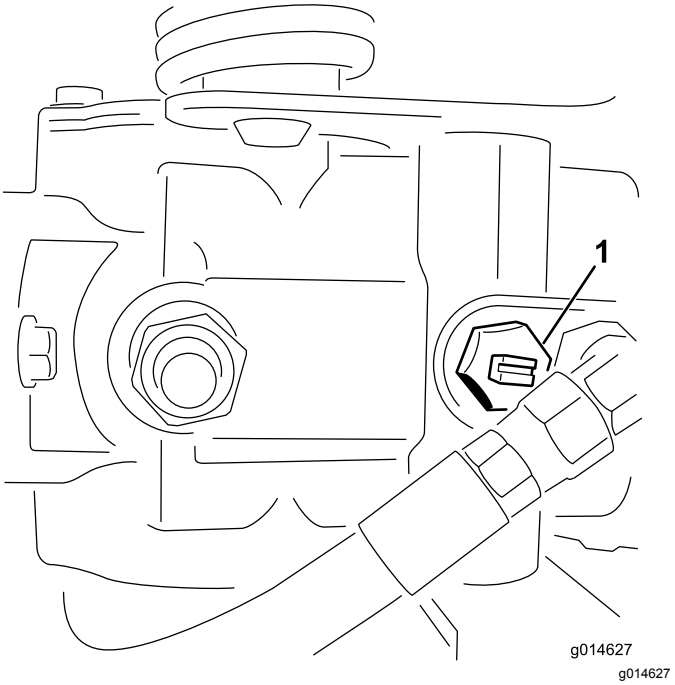

**Rysunek 43**
1. Znajdź na pompie zawór obejściowy i obracaj nim tak, aby szczelina była skierowana pionowo (Rysunek 43).
2. Przed uruchomieniem silnika zamknij zawór obejściowy, obracając nim tak, aby szczelina znajdowała się w położeniu poziomym (Rysunek 43). Nie uruchamiaj silnika przy otwartym zaworze.